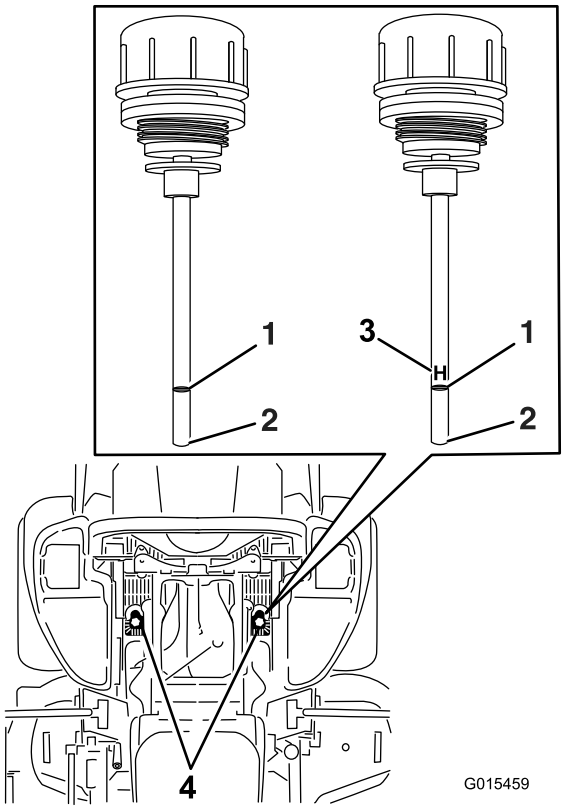

Figuur 82
6. Reinig het gebied rond de peilstokken van de reservoirs van het hydraulische systeem (Figuur 82).
7. Verwijder een van de peilstokken uit het hydraulische reservoir (Figuur 82).
9. Neem de peilstok eruit en bekijk het uiteinde (Figuur 82). Als het oliepeil slechts tot de bijvulmarkering reikt, dient u langzaam precies genoeg olie in het hydraulische reservoir te gieten opdat het peil tot de volmarkering of de **H**-lijn reikt.